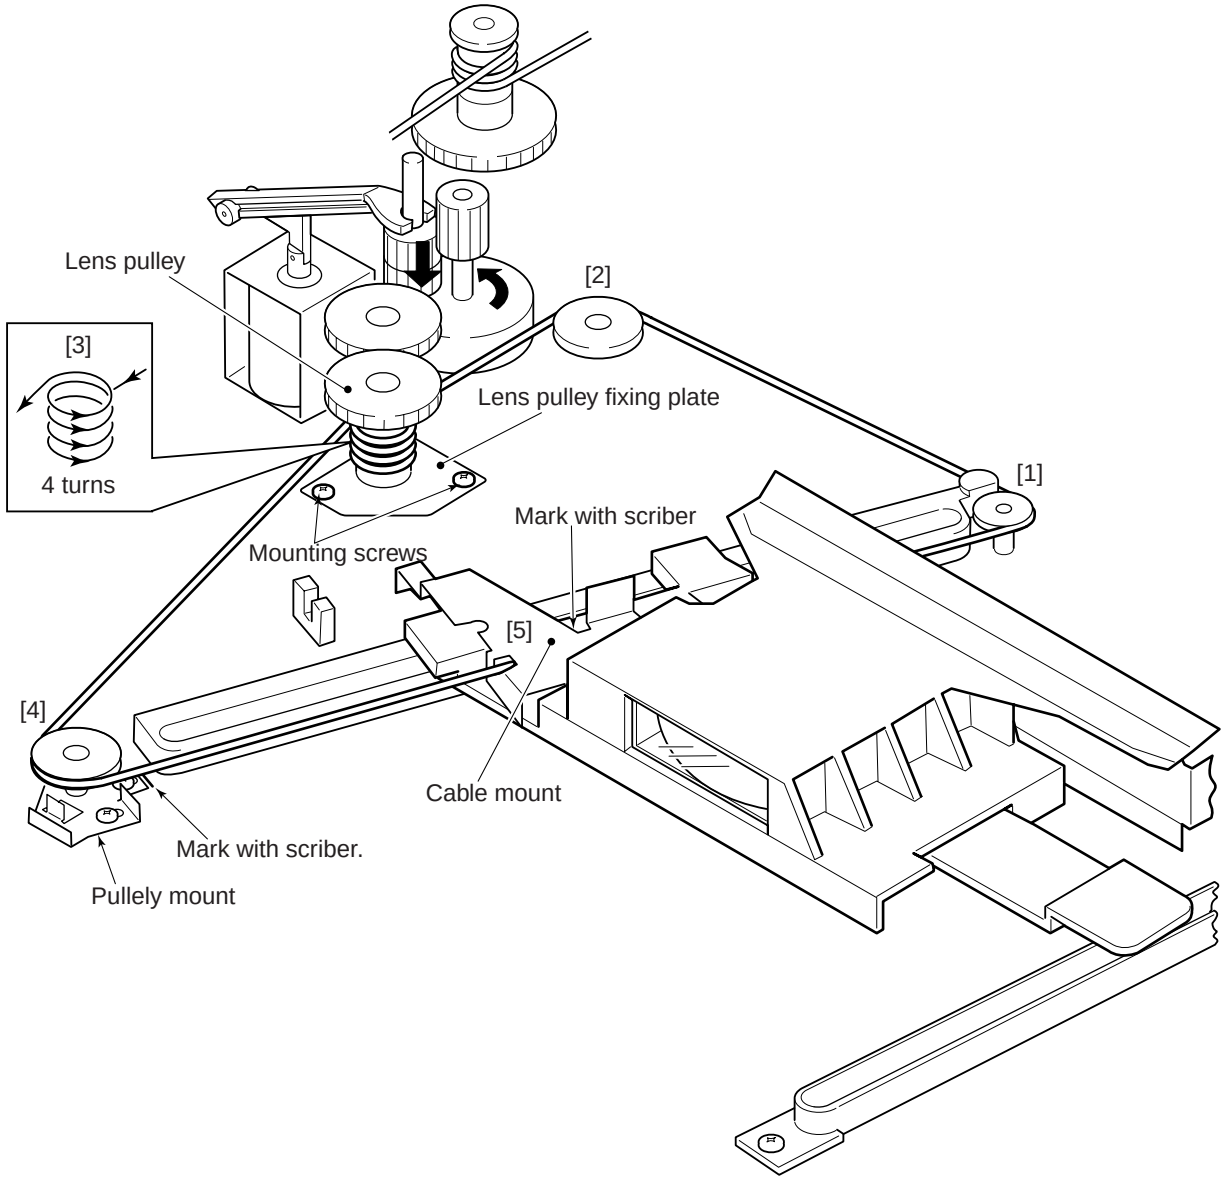

Figure 3-401
3) Mark the position of the pulley mount and the cable mount using a scriber; see Figure 3-401.
1) Remove the two screws that hold the lens pulley fixing plate in place, and detach the lens pulley; see Figure 3-401.
2) Wind the lens cable around the lens pulley as shown in Figure 3-401; then, fix it using two screws.